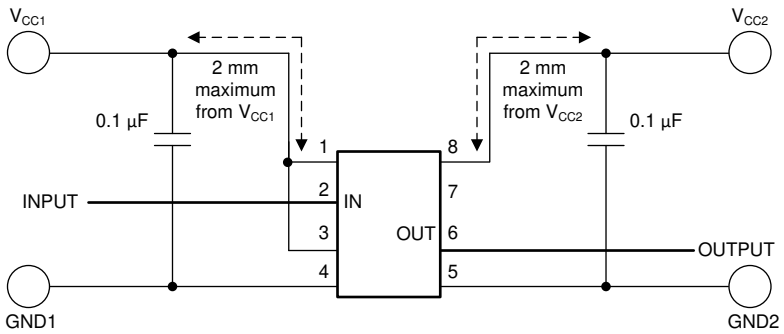

Figure 25-2. Typical ISO7710-Q1 Circuit Hook-up
- Fixed Figure 25-2 INPUT wire connection 21